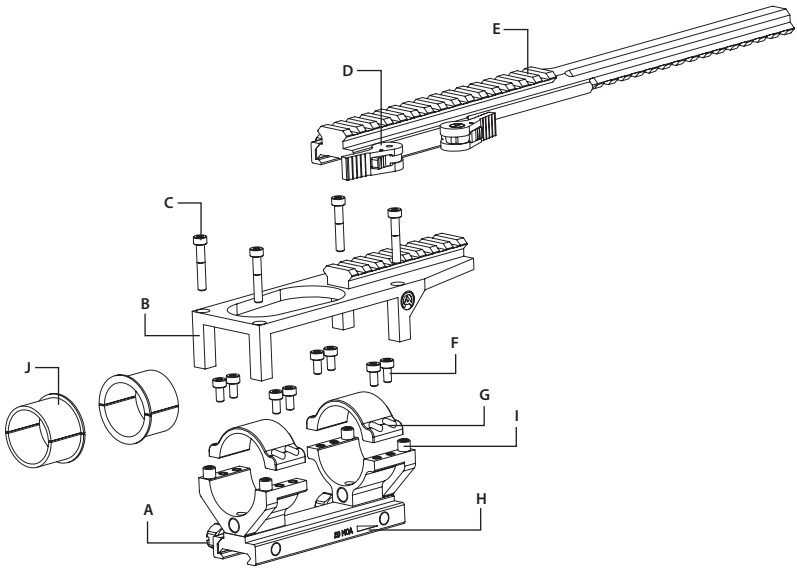

FIGURE 3-7. OPTIONAL FSRS SYSTEM. COMPONENT PARTS
The FSRS system is delivered fully assembled. The components of the FSRS system are shown in Figure 3-7.
To dismantle the FSRS system, do the following (see Figure 3-7):
Figure 3-7 shows the day scope mounted to the FSRS system.
1. Loosen the nuts (A, Figure 3-7). Install the mount (H) on the weapon's Picatinny/Weaver rail. The two pins of the mount's clamping device should be secured in the transverse slots of the rail. Manually retighten the nuts (A).